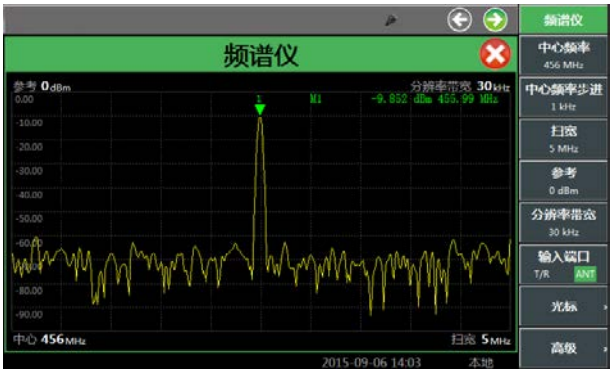

图 4.10　频谱仪显示窗口
- 按【发射】硬键，或者按【测量】硬键通过整机菜单设置打开频谱仪窗口，按屏幕下方【全屏】硬键可最大化显示如图 4.10 所示：
- 点击触摸屏，选中频谱仪窗口为当前活动窗口，相应菜单会在窗口右侧显示，如图 4.10 所示。